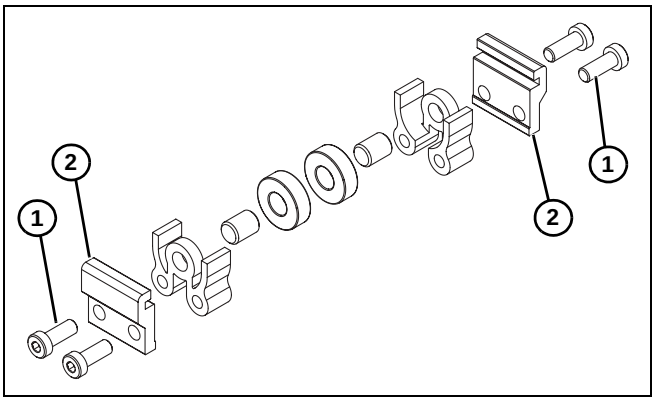
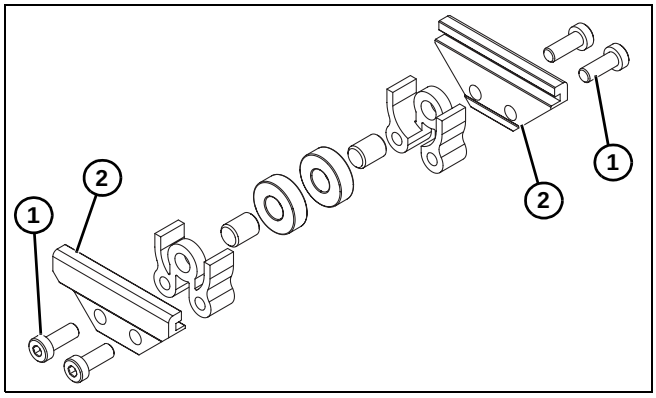

Abbildung 12
Abbildung 13
1. Umlenkrollen finden. Explosionsdarstellungen sind in Abbildung 12 & Abbildung 13 gezeigt.
2. Schrauben **(Abbildung 12, Teil 1)** & **(Abbildung 13, Teil 1)** und Klammern **(Abbildung 12, Teil 2)** abnehmen und von **(Abbildung 13, Teil 2)** Rollenbaugruppe entfernen.